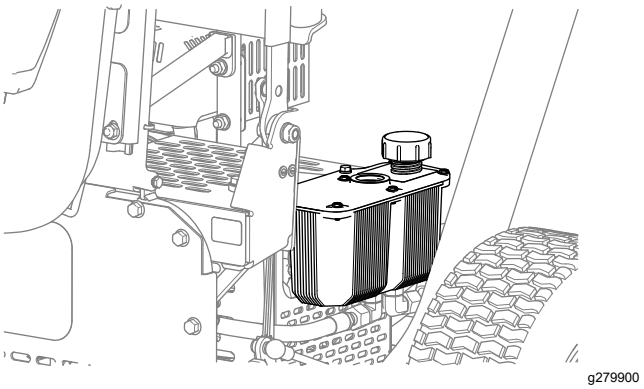

Figuur 38
2. Verwijder de dop van het hydraulische reservoir (Figuur 38).
4. Plaats de dop weer op het reservoir (Figuur 38).